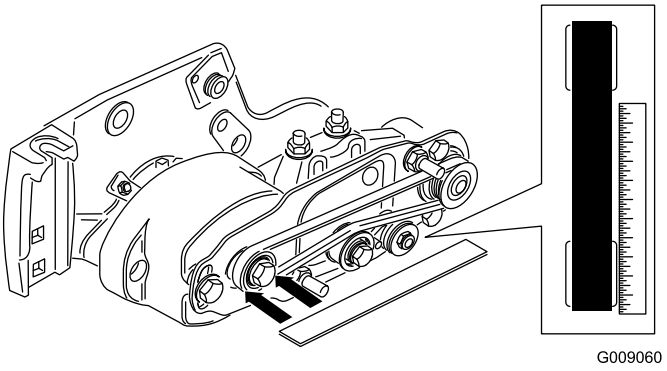

Figur 17
- Lägg ett objekt med rak kant längs med **drivskivans** ytterkant (Figur 17). Lägg **inte** den raka kanten längs med både drivskivan och den drivna skivan.